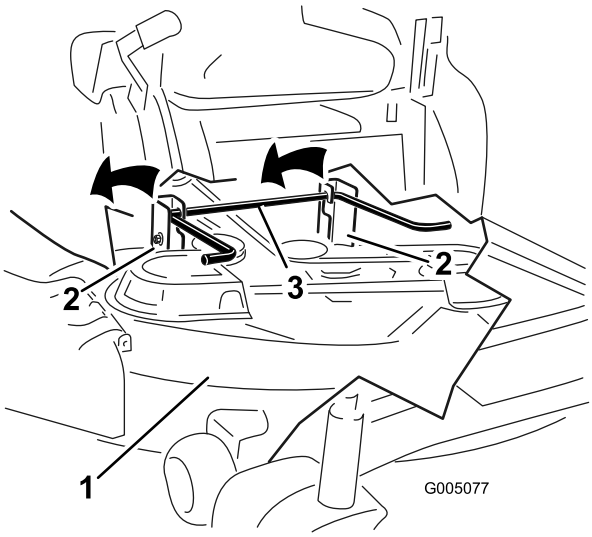

Figur 68
5. Løft plæneklipper og hængebeslag, så de er fri af den bageste løftestang, og sænk forsigtigt plæneklipperen ned på jorden (Figur 68).
5. Løft klippeskjoldets bagende, og før hængebeslagene over den bageste løftestang (Figur 68).